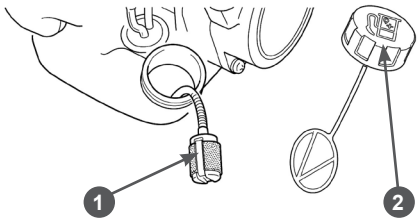

Рис. 24. Обслуживание топливного фильтра
3. Зацепите крючком топливный шланг с фильтром и вытяните фильтр через заливную горловину (Рис. 24).